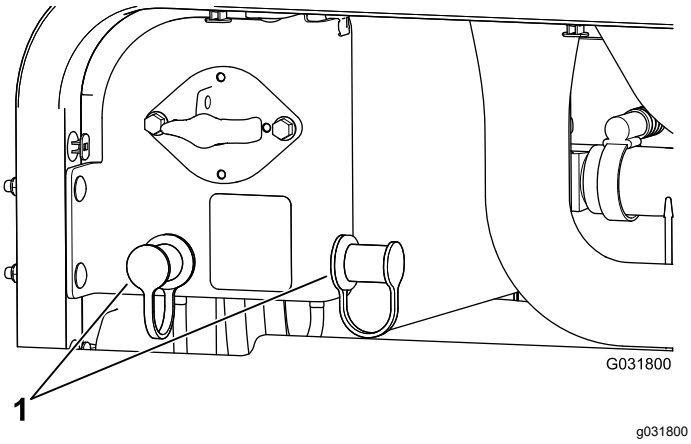

Figur 109
3. Ta bort skydden från startpolerna (Figur 109).